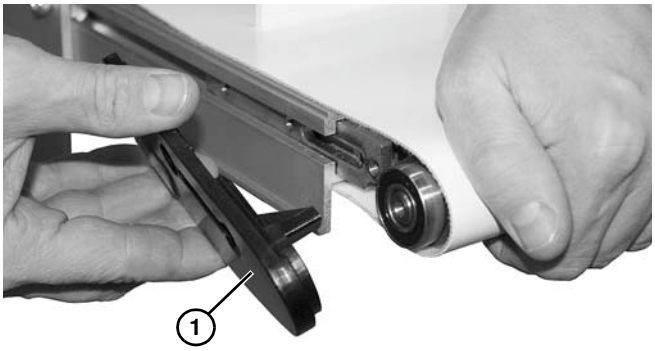

Figure 63
3. Retirer la plaque de tête **(Figure 63, élément 1)** du châssis du convoyeur tout en maintenant la broche en place.